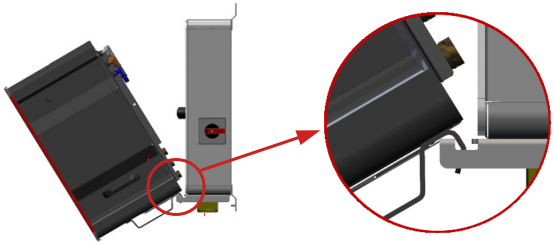

Fig. 31: Einhängen der PowerUnit an der ConnectionBox
2. Die PowerUnit vorsichtig in die Gerätehalterung der ConnectionBox einführen (siehe Abbildung 31).